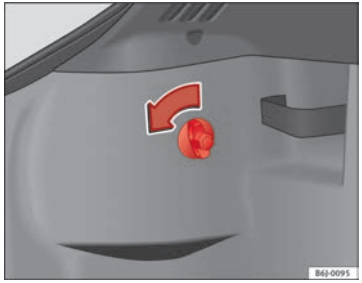

Fig. 165 Access to tail lights
– Turn the bolt in the direction of the arrow, by hand or with a screwdriver ⇒ Fig. 165.
– Remove the connector from housing (A) ⇒ Fig. 165.